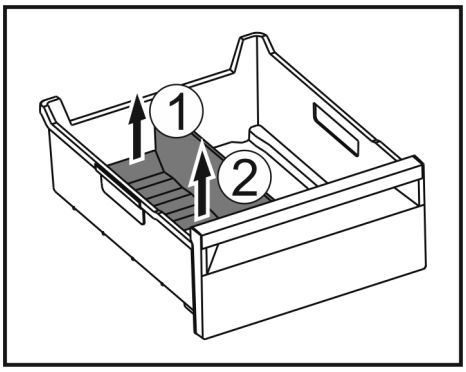

Fig. 115
▶ Lift the rear part of the ice compartment divider. *Fig. 115 (1)*
▶ Remove the ice compartment divider upwards. *Fig. 115 (2)*